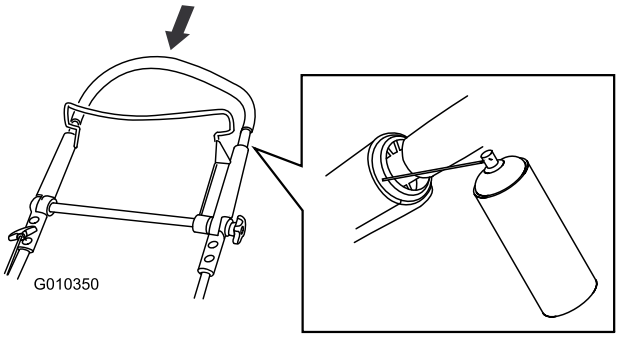

Figur 42
2. Skyv det øvre håndtaket helt ned og spray den indre plastikkoverflaten på det ytre håndtaket (Figur 42).